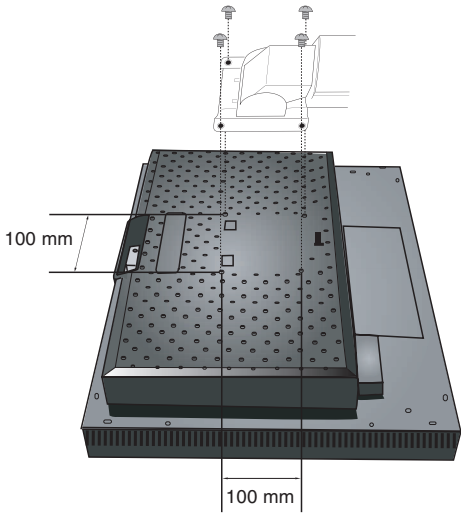

Figura F.1
2. Acople el brazo al monitor con los 4 tornillos han quedado al retirar el soporte (**figura F.1**).